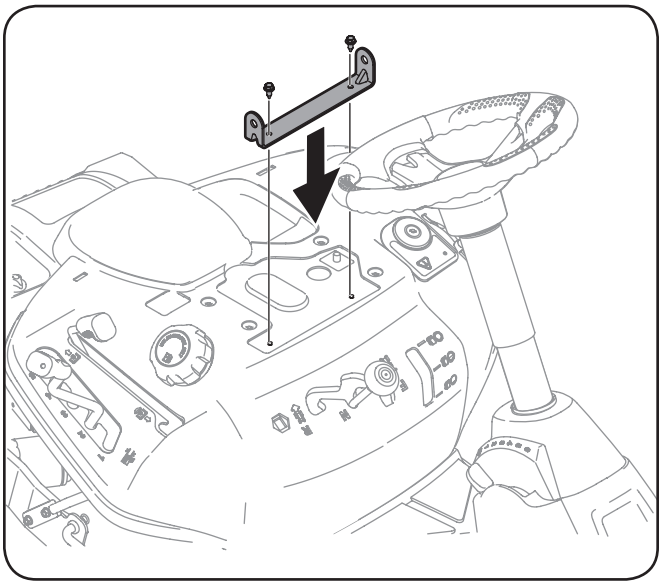

Figure 3-6
3. Align the seat bracket in place over the holes from where the self-tapping bolts were removed, as shown in Figure 3-6.
4. Using a ¼-inch drive ratchet with a ⅜" socket, secure the seat bracket with the self-tapping bolts removed in step 2. See Figure 3-6.